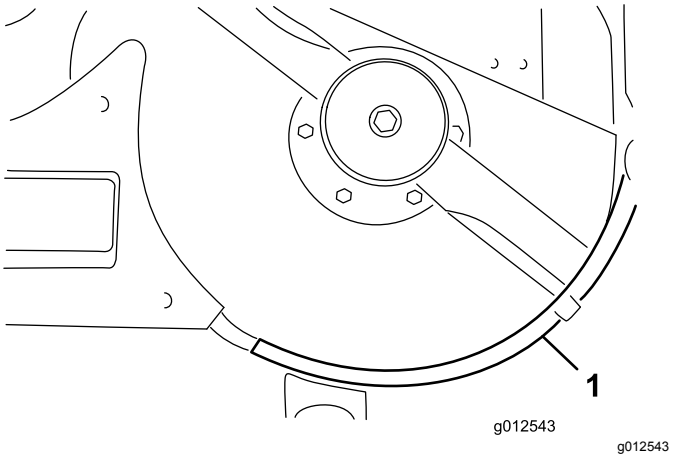

Figur 15
10. Fastgør venstre hylde til skjoldet med to bolte (1/4-20 x 1 tomme), 1 bolt (1/4-20 x 3/4 tomme) og tre låsemøtrikker (Figur 15). Placer bolthovederne mod indersiden af skjoldet.